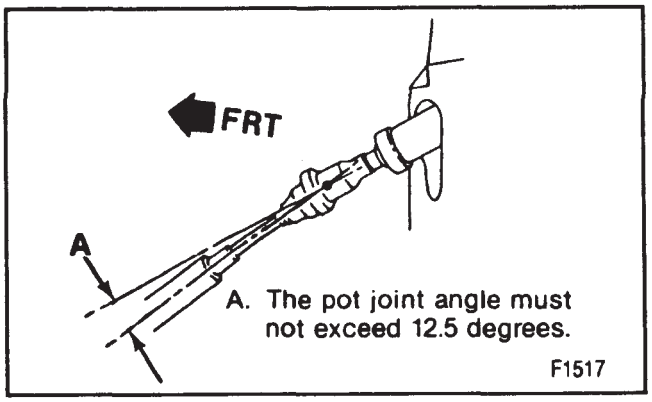

Figure 4—Pot Joint Angle
- Pot joint operating angle must not exceed 12.5 degrees (figure 4).
4. Steering column bolts (31) through the cover and seal (29) to the dash panel.